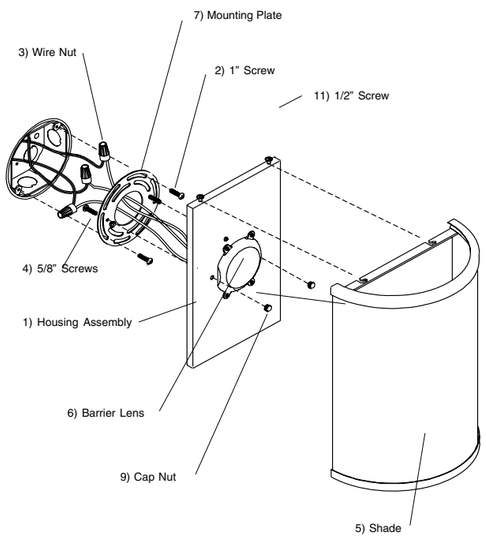

Figure 1
4. **L'alimentation coupée, soutenir fermement le bloc boîtier (1)** et connecter le fil de terre vert de l'appareil au fil de terre nu en cuivre de la boîte de jonction à l'aide d'un capuchon de connexion (3). (*Si le câblage d'alimentation ne comprend pas un fil de mise à la terre, consulter votre code d'électricité local et vérifier les méthodes conformes de mise à la terre).* **Voir la Fig. 1.**
2. **Prepare Mounting Plate (7)** for mounting by installing two 5/8"" Screws (4) into Mounting Plate as shown in **Fig. 1**
2. **Prepare la Placa de Montaje (7)** para montaje instalando Tornillos 5/8"" (4) en la Placa de Montaje como mostrado en **Fig. 1.**
4. **Con la electricidad apagada, sostenga la Ensamblaje de la carcasa (1)** firmemente y conecte el alambre verde de conexión a tierra del luminario al alambre desnudo de cobre de la caja de ensambladura usando un capuchón de alambres (3). (*Si el alambrado de la casa no incluye un alambre de hacer tierra, consulte su código eléctrico local para métodos aprobados de hacer tierra.* **Vea Fig. 1.**
5. **Use Capuchones de Alambres** (3) para conectar el alambre negro del luminario al alambre negro de suministro eléctrico y el alambre blanco del luminario al alambre blanco de suministro eléctrico. **Vea Fig. 1.**
6. **Sostenga el Ensamblaje de la Carcasa** (1) con una mano y\ con la otra estire los cables dentro del la caja de conexiones.
7. **Coloque la Placa Trasera (1)** sobre los tornillos de montaje sobresal de la plata (7) y asegure el luminario con Finials (9).